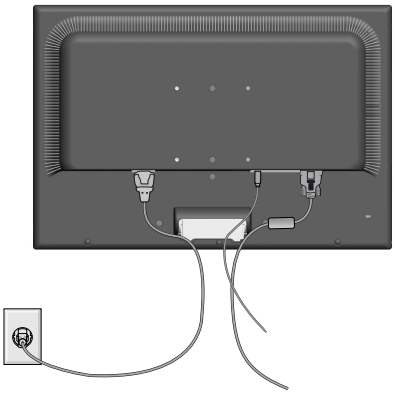

Abbildung R.3
4. Schließen Sie Netz- und Signalkabel an der Rückseite des Monitors an (**Abbildung R.3**).